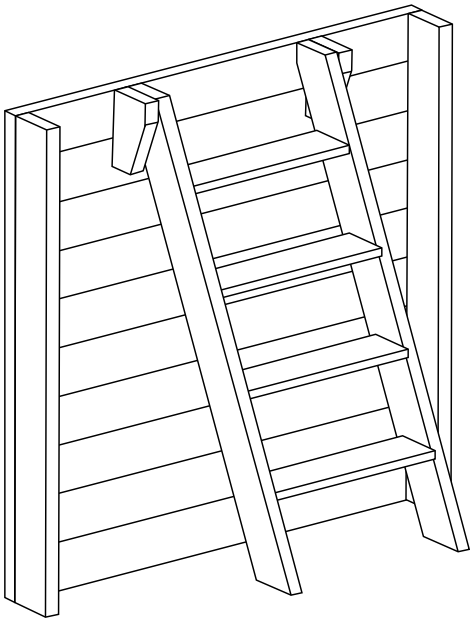

Fig. 9/ Abb. 9 / Afb. 9
• Cut the supports of the ladder checking the dimensions as shown in figure 8 at the bottom part of the stepladder support and saw off the part you do not need. • Assemble the stepladder and position it as shown in figure 9.
• Recoupez les limons de l'échelle en reportant la dimension a figure 8 au bas du limon de l'échelle et sciez la partie a extraire. • Assemblez l'échelle et placez-la conformément à la figure 9.
• Beschneiden Sie die Treppenwangen unter Beachtung der Maße Abb. 8 im unteren Teil de Treppenwange und sägen Sie den Teil, den Sie entfernen möchten, ab. • Bauen Sie die Treppe zusammen und platzieren Sie sie wie in Abb. 9.
- Monteer de trap en plaats hem zoals aangegeven op afbeelding 9.